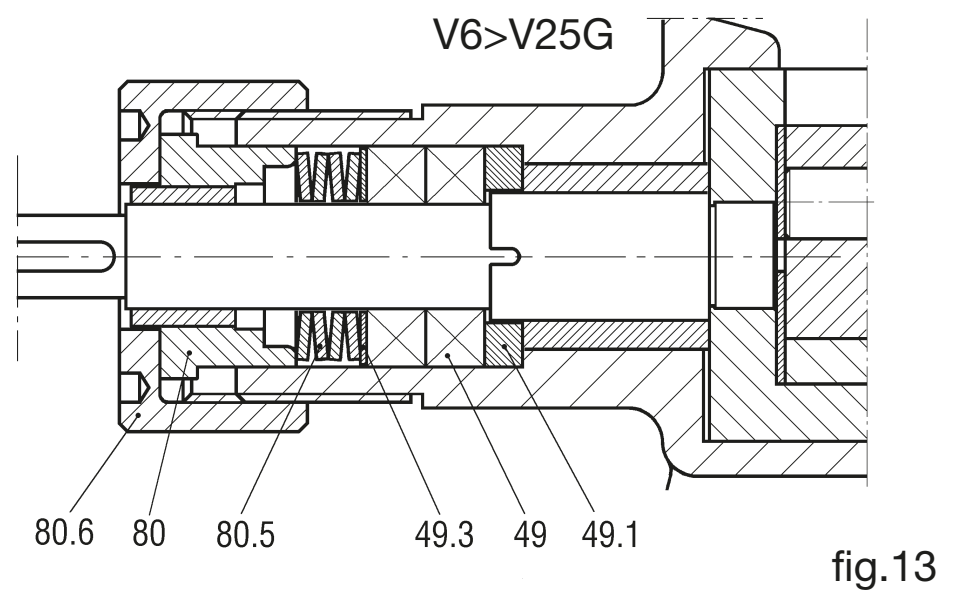

fig.13
- ☐ Enlever la clavette (42) de son logement sur l'arbre (05).
- ☐ Desserrer les boulons sans tête de sécurité (45).
- ☐ Enlever la frette qui recouvre le roulement (14) et l'entretoise (16).
- ☐ Bloquer le rotor (02) pour éviter que l'arbre ne tourne.
- ☐ Pousser l'arbre en dehors du roulement à l'aide d'une presse ou d'un extracteur. En effectuant cette dernière opération, il faut tenir compte que le rotor (02), la bride/ support (09) et le porte-garniture (80) s'enlèveront en même temps que l'arbre.
- ☐ Dévisser le graisseur (60), enlever la frette (15) et pousser le roulement en dehors du support (08) à l'aide d'une presse.
11.6 Démontage de la garniture à tresse des pompes en fonte de V6 à V25 (fig. 13)